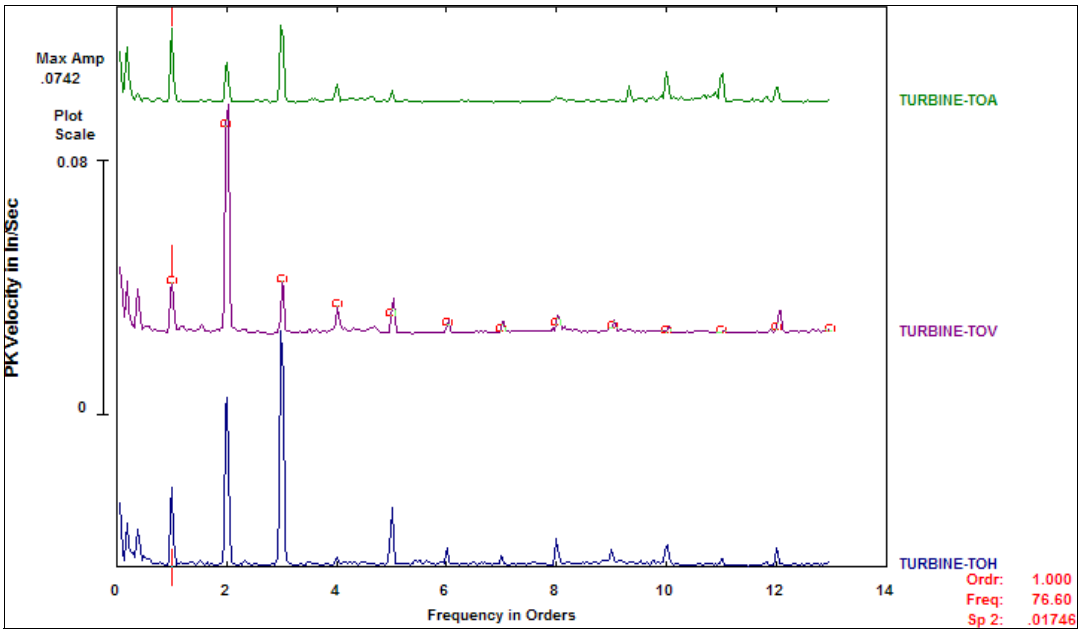

Figure 7
The Multiple Point plot in Figure 7 indicates 1xTS harmonics on the TOV and TOH positions. It is normal to see some turning speed harmonics in sleeve bearing machines. However, there is a significant 2xTS peak in the data. An elevated 3xTS peak may be attributed to a worn or locked coupling. There is little “floor noise” in the spectra. The peaks are relatively crisp, clear and narrow. Broad based “skirts” in the spectrum could be a result of impacting in the waveform.
2) Significant 2xTS peak in horizontal position (Figures 7 and 9)
5) 3x indicates probable coupling damage (Figure 7)